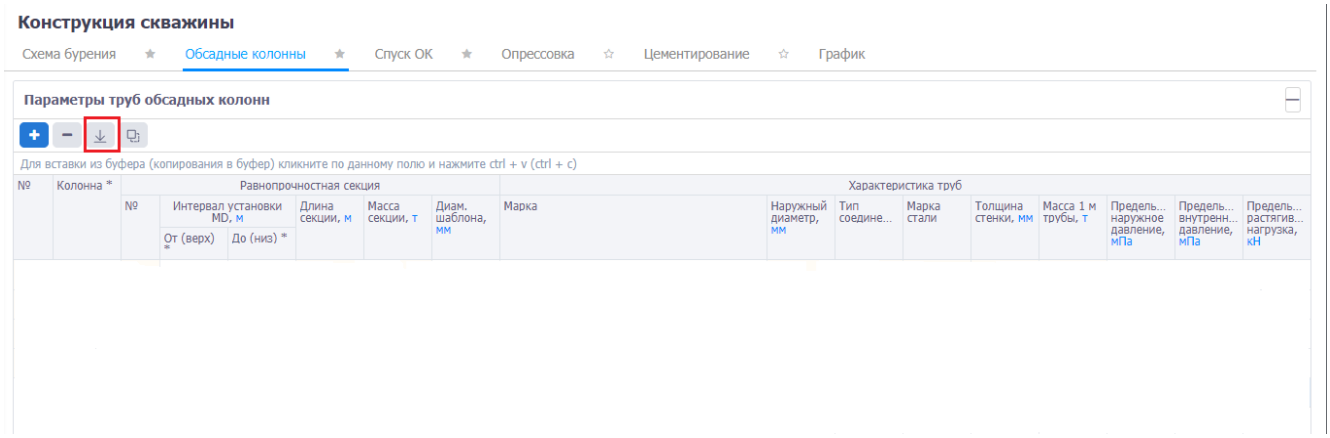
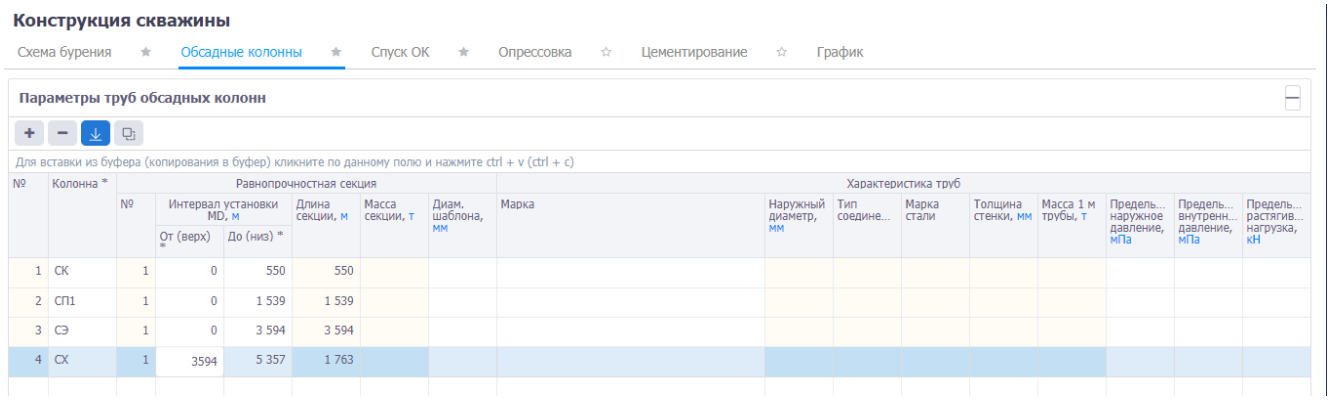

Рис. 3.112
Рис. 3.113
- сформировать из секций. Если таблица пустая (рис. 3.112), по нажатию кнопки она будет заполнена секциями из схемы бурения (рис. 3.113).